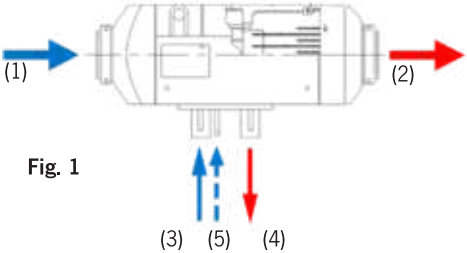
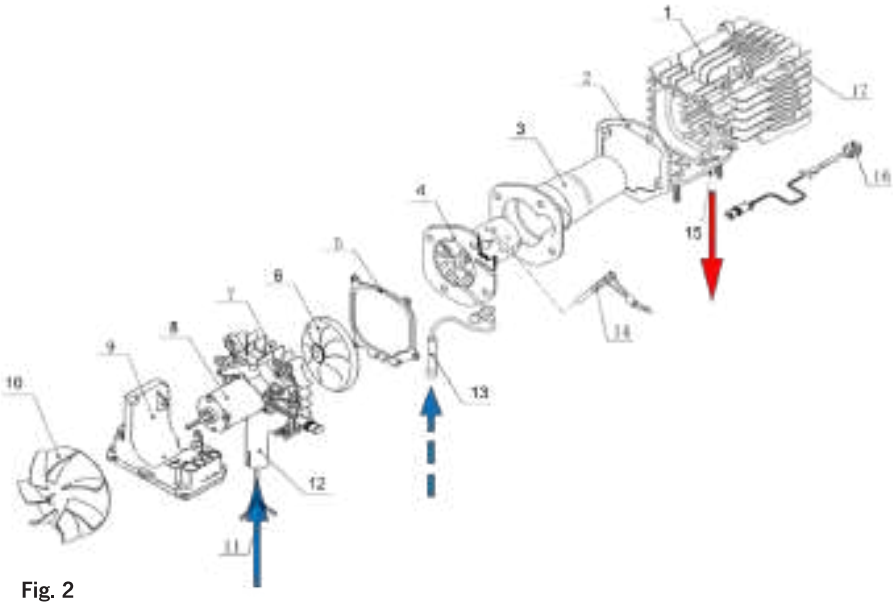

Fig. 1
Fig. 2
Questo forno consiste in un bruciatore [Pagina 12 Fig. 2 (4)] e una camera di combustione [Pagina 12 Fig. 2 (3)] che sono situati all'interno di uno scambiatore di calore [Pagina 12 Fig. 2 (1)]
L'aria fredda viene aspirata in questo passaggio dalla girante [Fig. 1 (1)] [Page 12 Fig. 2 (10)]. Dopo aver passato lo scambiatore di calore, l'aria calda viene soffiata fuori [Fig. 1 (2)].
Per il processo di combustione il riscaldatore deve essere alimentato con combustibile e aria fresca. Il combustibile entra nel bruciatore attraverso l'ingresso del tubo del combustibile [Fig. 1 (5)] [Pag. 12 Fig. 2 (13)] e viene acceso dalla candeletta [Pag. 12 Fig. 2 (14)] dopo la sua polverizzazione. La fiamma entra nell'intercapedine tra le pareti del bruciatore [Pag. 12 Fig. 2 (4)] e la camera di combustione [Pag. 12 Fig. 2 (3)] nella parte posteriore del bruciatore.
L'alimentazione dell'aria di combustione avviene tramite la presa d'aria [Fig. 1 (3)] [Pag. 12 Fig. 2 (12)]. Il ventilatore interno dell'aria di alimentazione [Pag. 12 Fig. 2 (6/8)] spinge l'aria nel bruciatore. Dopo la combustione della miscela di aria e combustibile vaporizzato, i gas di scarico vengono scaricati attraverso il tubo di scarico [Fig. 1 (4)] [Pag. 12 Fig. 2 (15)].
Il controllore [Page 12Fig. 2 (9)] è situato nella parte anteriore del riscaldatore dietro la ventola dell'aria di riscaldamento. I suoi compiti principali consistono nel raccogliere tutti i dati del riscaldatore (per es. sensori di temperatura, circuito di azionamento, frequenza, velocità di rotazione, tensione e altro). Sulla base di questi dati, il controllore automatizza il processo di riscaldamento, la sorveglianza del sistema e la gestione dei malfunzionamenti del sistema.
Il sensore di surriscaldamento [Pagina 13 Fig. 3 (X3)] è installato sulla parete esterna posteriore dello scambiatore di calore [Pagina 12 Fig. 2 (16)]. Se la temperatura dell'alluminio diventa più alta di un limite superiore definito, il circuito della pompa del carburante viene interrotto dal regolatore e la fornitura di carburante viene fermata immediatamente. Poi, ai fini della protezione dal surriscaldamento, il riscaldatore viene spento.